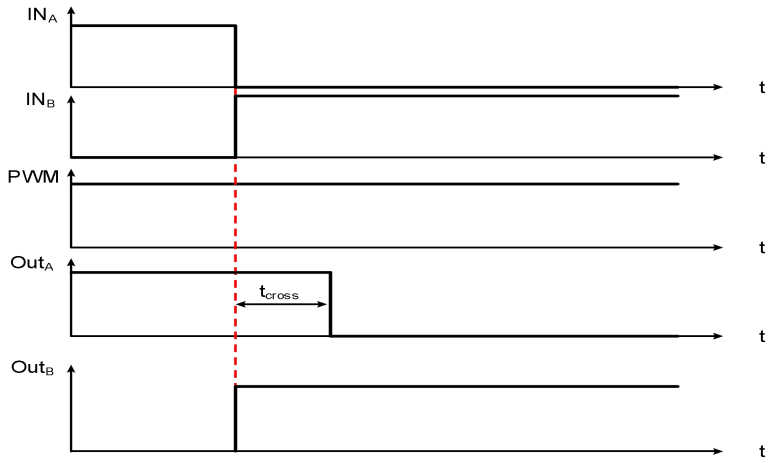

*Figure 6. Low-side turn-on delay time*
(1) Parameter guaranteed by design and characterization; not subjected to production test.
(2) Specifications subject to change without notice.
(3) See Figure 6.